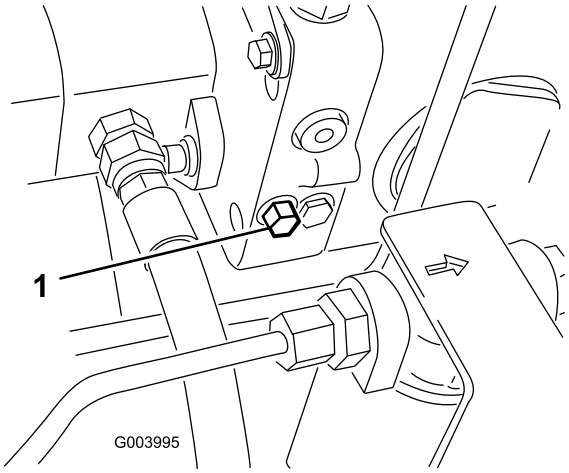

Figur 35
1. Omløbsventilen er placeret på venstre side af hydrostaten (Figur 35). Drej bolten 1-1/2 omgang for at åbne den og lade væsken løbe om internt.